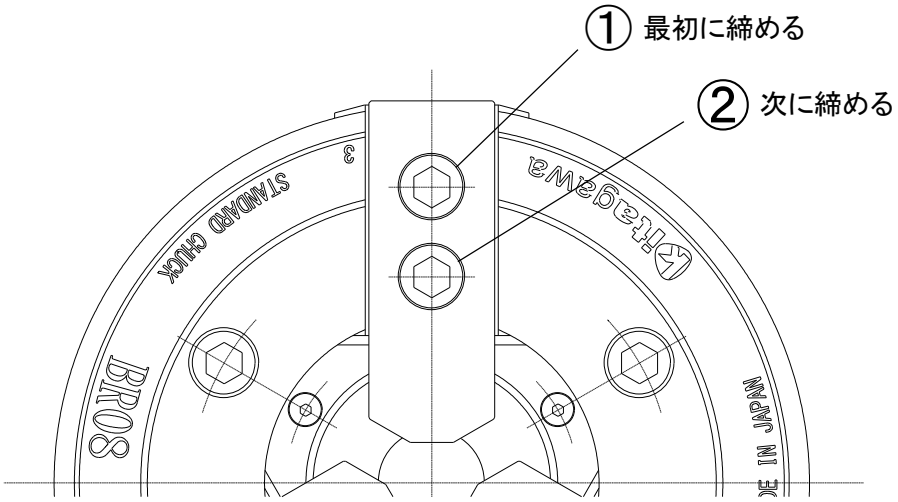

図 12-2　ジョー取付ボルトの締め付け順序
- Tnut-Plus の取付再現性を長期間安定して維持するため、ジョー取付ボルトを締め付ける際は、常にチャック外径側のボルト①から規定トルクで締め付けてください。(図 12-2 参照)